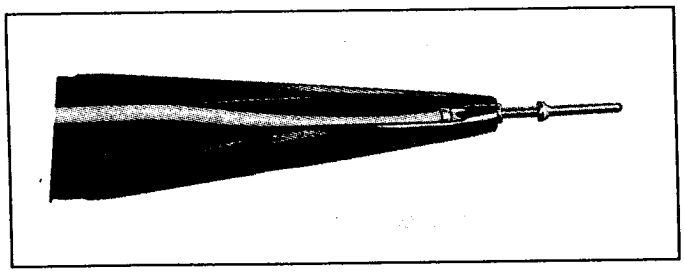

Figure 3
d. Remove and reposition the plier tips against the shoulder nearest the wire-well end of the contact. See figure 3. Insert the contact to its "fully-seated" position.